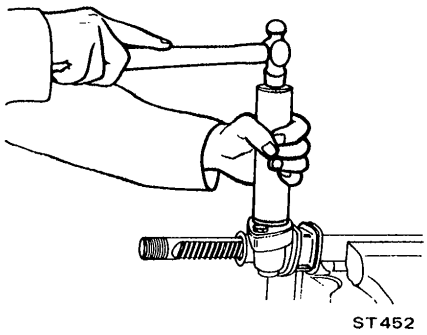

Fig. ST-33 Fitting oil seal
13. Fit oil seal. See Figure ST-33.